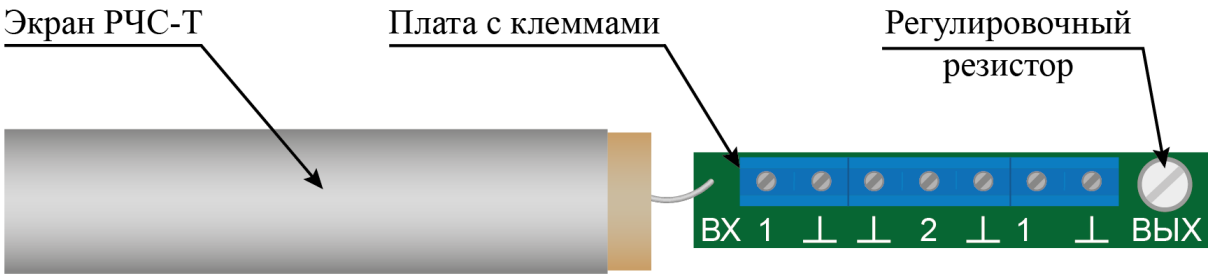

Рисунок 7.22
– отсоединить гермовводы каждого РЧС-Т, вынуть экраны с платой (рисунок 7.22), выдвинуть платы из экрана для обеспечения доступа к регулировочному резистору;
– установить регулировочный резистор (рисунок 7.22) каждого РЧС-Т в положение максимальной чувствительности (вращать по часовой стрелке до упора), при этом сигнальный светодиод БОС может загореться;